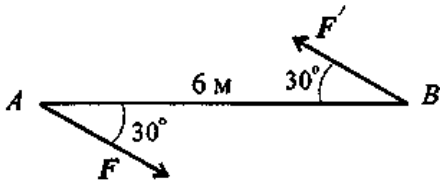

Рис. 4.9
3. Определите момент изображенной на рис. 4.9 пары сил.